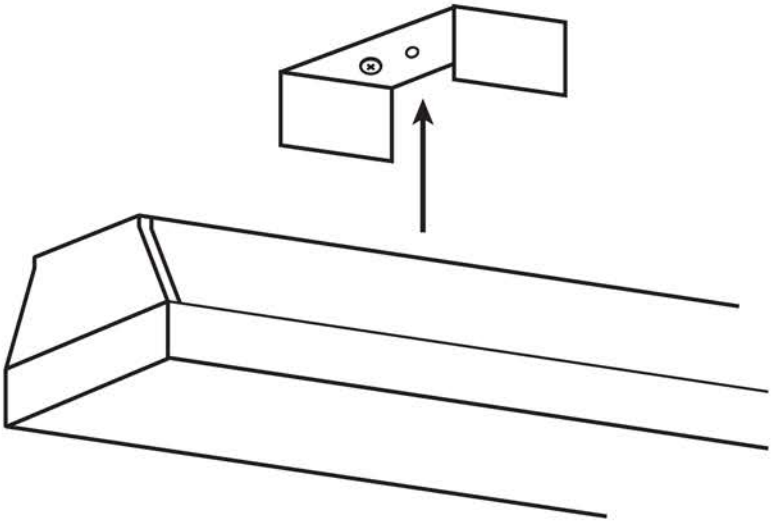

Рис. 3
5.4.2 Установите светильник в крепежные скобы (см. Рисунок 3).